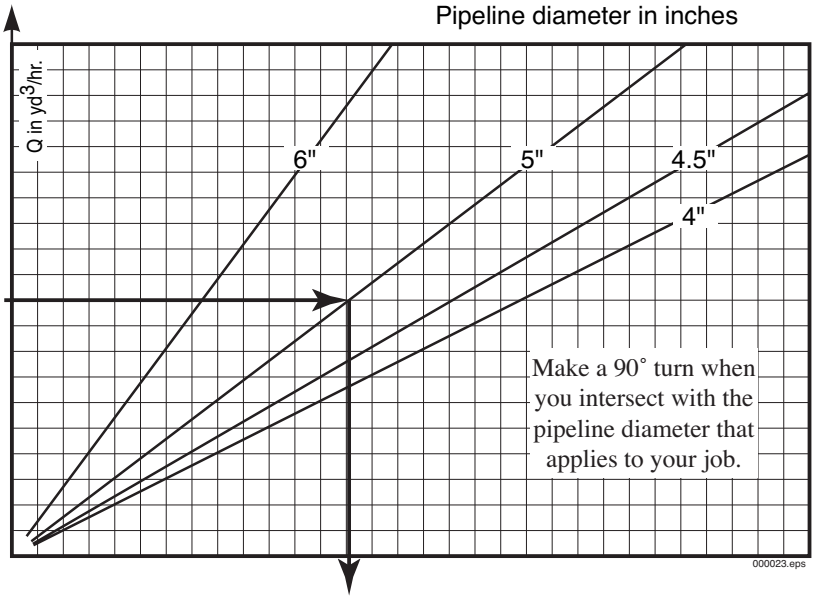

Figure 52
2. Follow the chart in a straight line from required output into the **upper right quadrant** until you come to the size of the pipeline that you will use. A good rule of thumb for sizing pipeline is to use the largest diameter pipeline that you can. It takes less force to move concrete through a 6-inch pipeline than, for example, a 4-inch pipeline. When pressure is exerted on concrete in a pipeline, a paste of water and cement fines coats the inside of the pipeline and forms a slippery layer on which the bulk of the concrete slides. While it is true that a 6-inch pipeline has 49 percent more surface area to coat than a 4-inch pipeline, the volume of concrete that can move on the layer is increased by 125 percent, which results in lower velocity of the concrete (in feet per second), lower friction, and, therefore, lower pressure. A pump that may not be capable of completing a difficult job through 4- or 5-inch pipe may be able to do it easily through 6-inch pipe. **Note!** Experience has taught us that 5-inch is the optimum pipeline size for lengthy **vertical** runs, such as those found on high-rise buildings. It is large enough for most aggregate but small enough that you minimize the amount of concrete that slides back into the hopper when the concrete valve cycles, which we call *backwash*. You must also consider the people at the point of placement. Very few hose handlers, if any, can move 6-inch hose on a slab all day. There is no provision in the nomograph for mixing pipeline sizes. For example, if you will be reducing from 5-inch to 4-inch pipe, you should calculate the chart as if you were using 4-inch pipe for the entire distance. This will not be completely accurate, but you will be safe in your pressure calculation. In our example, we use 5-inch pipeline (Figure 52).
When the output line intersects the pipeline diameter that corresponds to your job, draw a line straight down into the lower right quadrant, as shown in Figure 52.